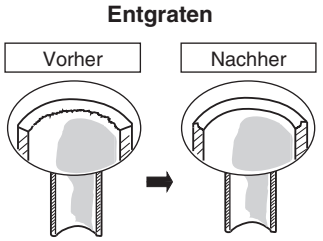

Abb. 5-1
(1) Die Kupferleitung mit einem Rohrschneidewerkzeug auf die erforderliche Länge zuschneiden. Es wird empfohlen, dabei zur geschätzten Länge ungefähr 30 bis 50 cm hinzuzufügen.
(2) Die Enden der Kupferleitung nun mit einer Reibahle oder Feile entgraten. Dies ist sehr wichtig und muss sorgfältig durchgeführt werden, um eine korrekte Ausweitung zu erhalten. Unbedingt darauf achten, dass keine Verschmutzung (Feuchtigkeit, Staub, Metallspäne usw.) in die Leitungen gelangen können. (Abb. 5-1 und 5-2)